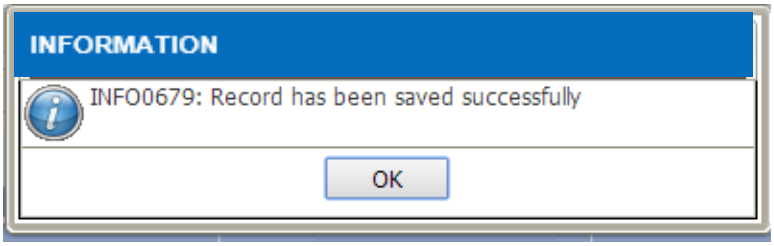

Figure 3.1.2-6 Save Record Alert Message
- *Click on the* OK *button in Figure 3.1.2-6*